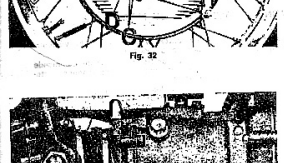

Fig. 33
**Levier de commande du frein arrière** (voir fig. 33)